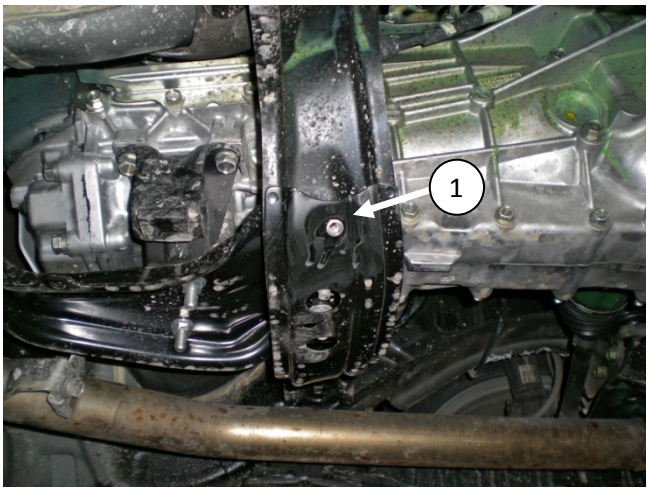

Bilde 8
Før eksosrør bakover fra varmer og fest med et Ø28mm rørklammer og M6 bolt i M6 blindmutternaglen (1) du monterte på bilde 8.